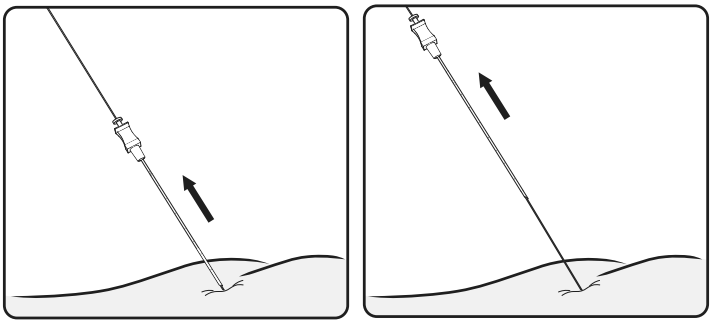

Afbeelding 9. De foraminale naald verwijderen
4. Houd de geleider op zijn plaats en schuif de foraminale naald voorzichtig over de geleider uit het foramen (**afbeelding 9**).